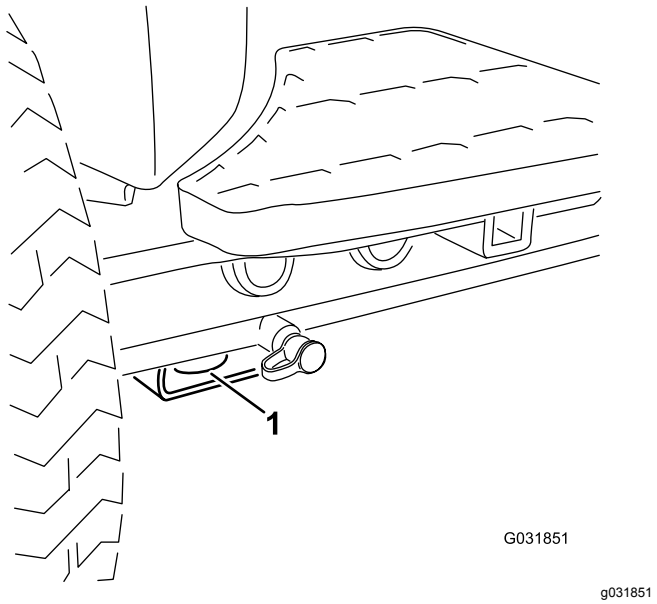
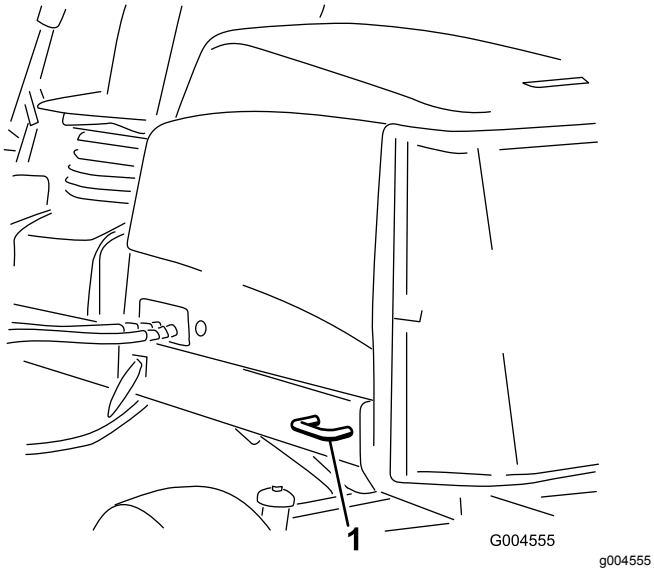

Figur 56
Figur 57
- Fest maskinen godt med stropper, kjetting, kabel eller tau. Både de fremre og bakre stroppene må ledes nedover og utover fra maskinen; Se Figur 56 og Figur 57.
- Foran – hullet i den rektangulær platen, under akselrøret, innenfor hver av de fremre festepunktene (Figur 56)
- Bak – på hver side av maskinen på den bakre rammen (Figur 57)